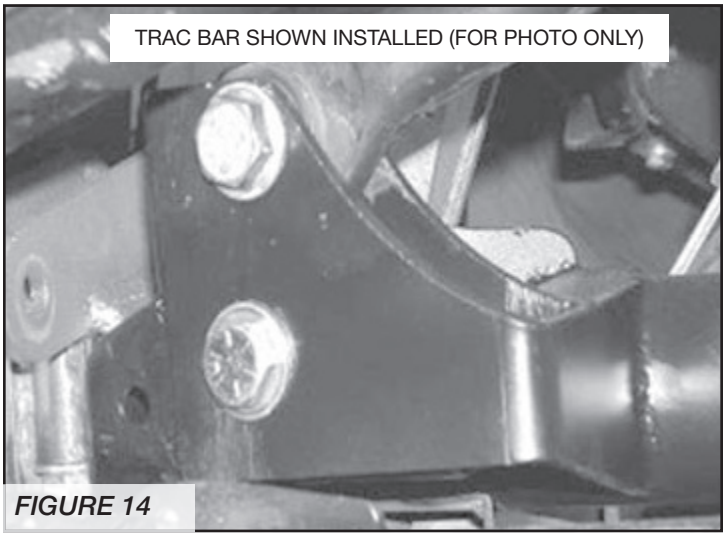

*FIGURE 14*
11. Once gusset kit has completely cooled, paint all bare metal areas. **SEE FIGURE 14.**